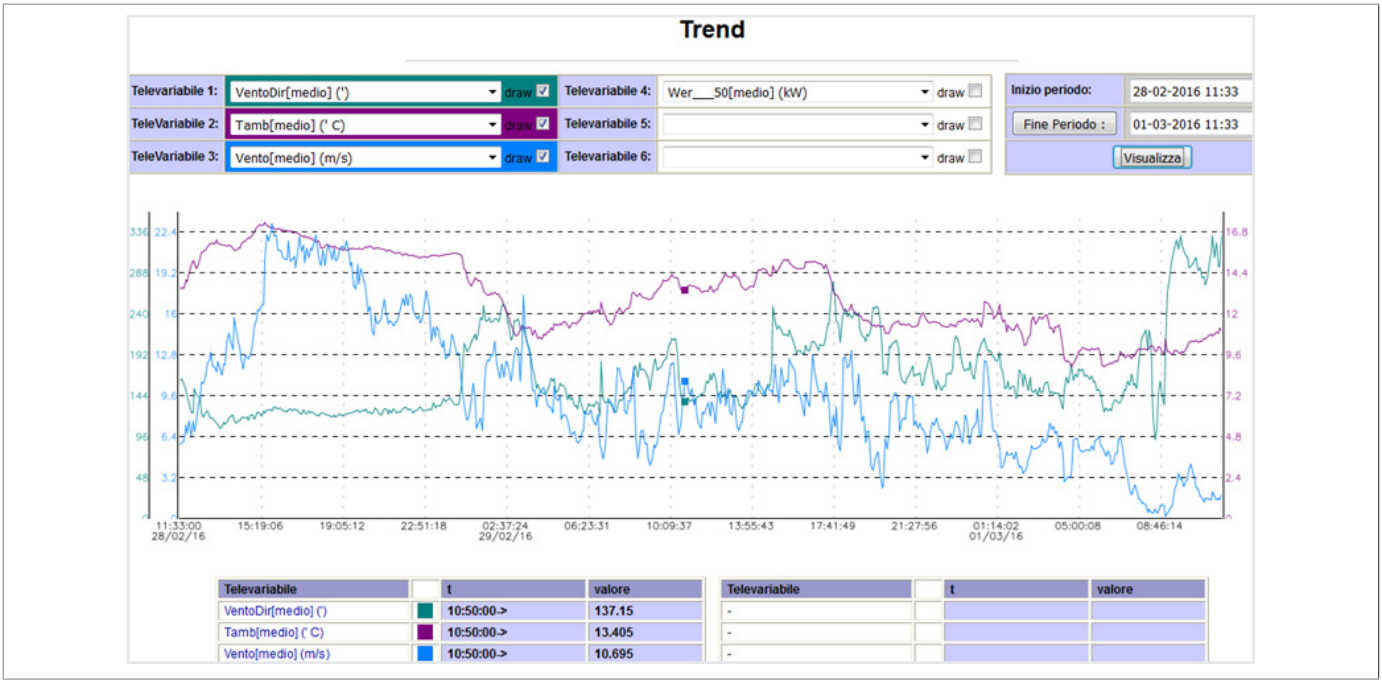

Fig. 5.16. Esempio visualizzazione trend
Premendo il tasto “Visualizza” (A) vengono mostrati i relativi trend (Fig. 5.16).